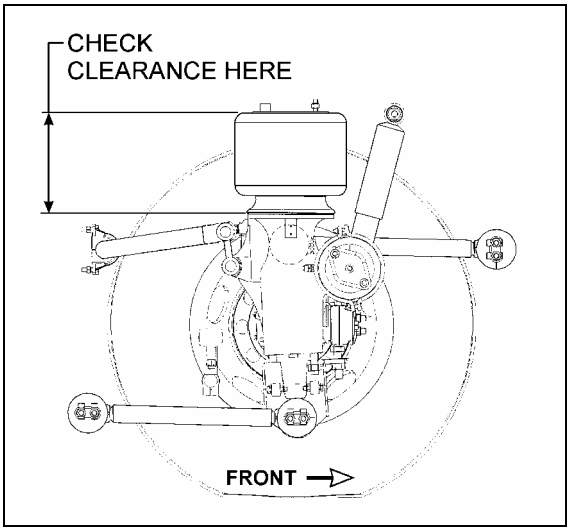

FIGURE 11: TYPICAL AIR SPRING CLEARANCE 16097
The appropriate vehicle body height is obtained by measuring the clearance of all the air springs installed on the front and drive axles. The clearance should be 11 11/16 (297 mm) for the air springs installed on the front axle and 11 ½ ± ¼” (292 ± 6 mm) for those installed on the drive axle. Refer to figure 11 to identify the correct location where the measure has to be taken. At this point, it should not be necessary to make an adjustment under normal service conditions. However, if an adjustment is required, change the position of the overtravel lever in relation to the overtravel control body. The lever should be moved up to raise the height of vehicle, and down to lower it. Check that main air pressure is at normal operating pressure and raise the vehicle to the specified height.
1. With the vehicle at normal operating air pressure, check the air spring clearance as illustrated in figure 11. This clearance should be 11 11/16 (297 mm) for the front axle air springs and 11 ½ ± ¼” (292 ± 6 mm) for those on the drive axle.
Note: *The measure should be taken from under the upper air spring support on subframe to top of the lower air spring support on axle (refer to fig. 11 for more details). If adjustment is required, begin with the drive axle.*